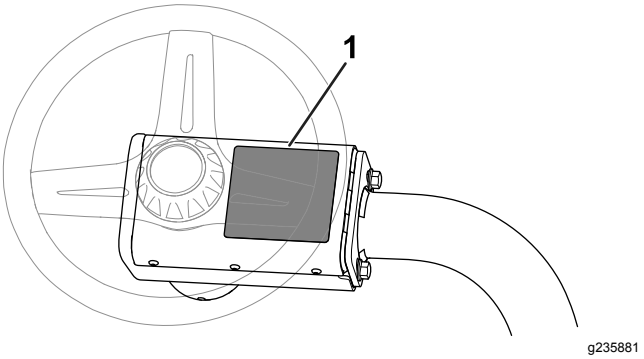

**Figur 16**
- Fäst CE-varningsdekalen (artikelnr 136-8505) ovanpå den befintliga varningsdekalen (artikelnr 136-8506) Se Figur 16.